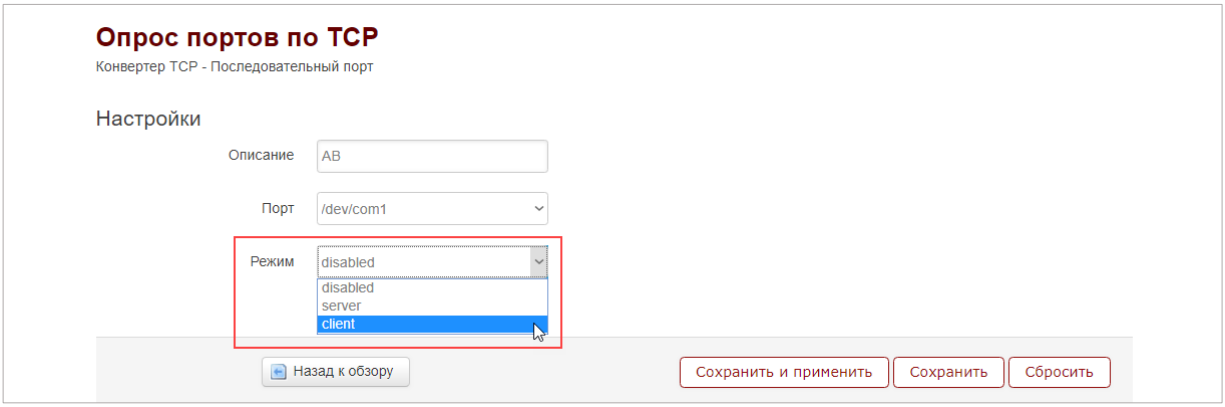

Рис. 40. Опрос портов по TCP. Выбор режима работы порта.
1. В меню **Опрос портов по TCP** выберите необходимый порт (**AB** или **console**) и нажмите **Редактировать** (Рис. 40).